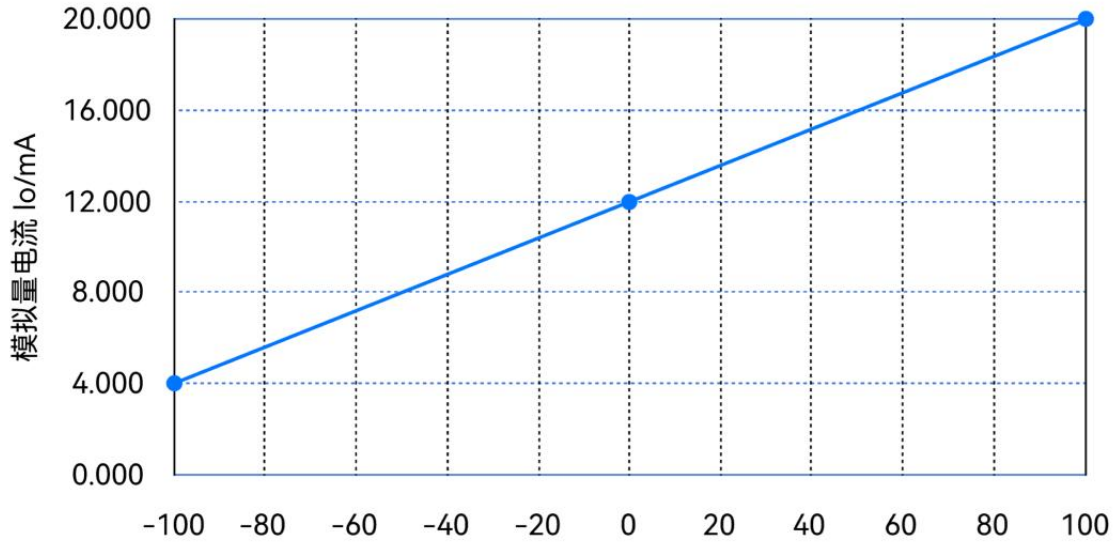

图2.5
一般情况下输出信号对应关系为，刻度-100%对应4mA输出，刻度0对应12mA输出，刻度+100%对应20mA输出，如图2.5。
4. 将手柄安装到安装板之后，电气接线如图2.5所示。接线完成后，应确认，外部接线牢固可靠。